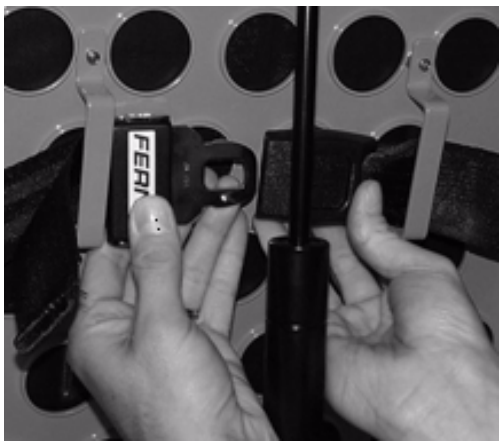

Figure 38 - Bouclage de la boucle Pedi-Mate®
4. Envelopper les sangles noires autour du dossier et insérer les extrémités des sangles dans les supports. Serrer solidement la boucle (consulter la Figure 38).